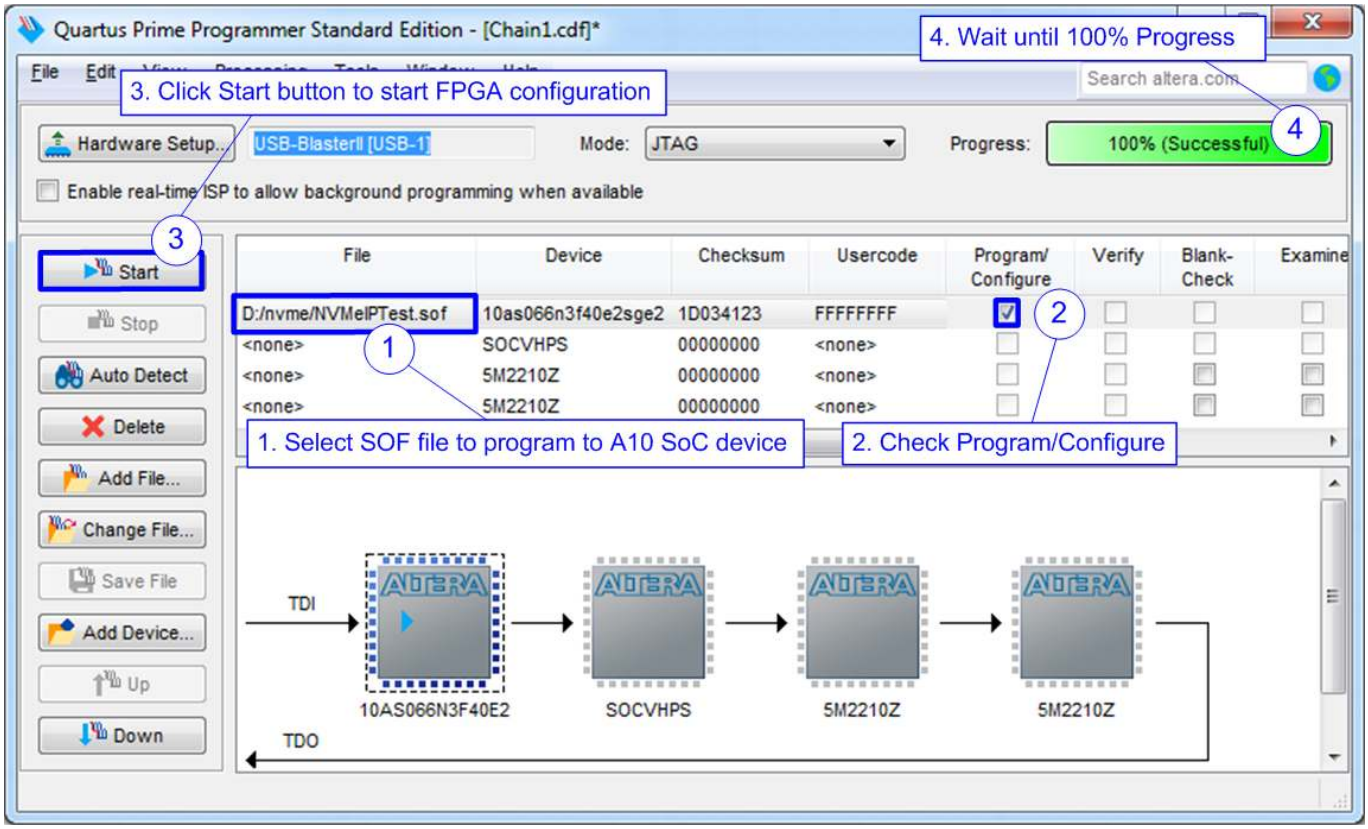

図 2-12: QuartusII プログラマによる FPGA のコンフィグレーション
1) QuartusII プログラマを使い図 2-12 のように “NVMeIPTest.sof”ファイルで FPGA をコンフィグレーションします。